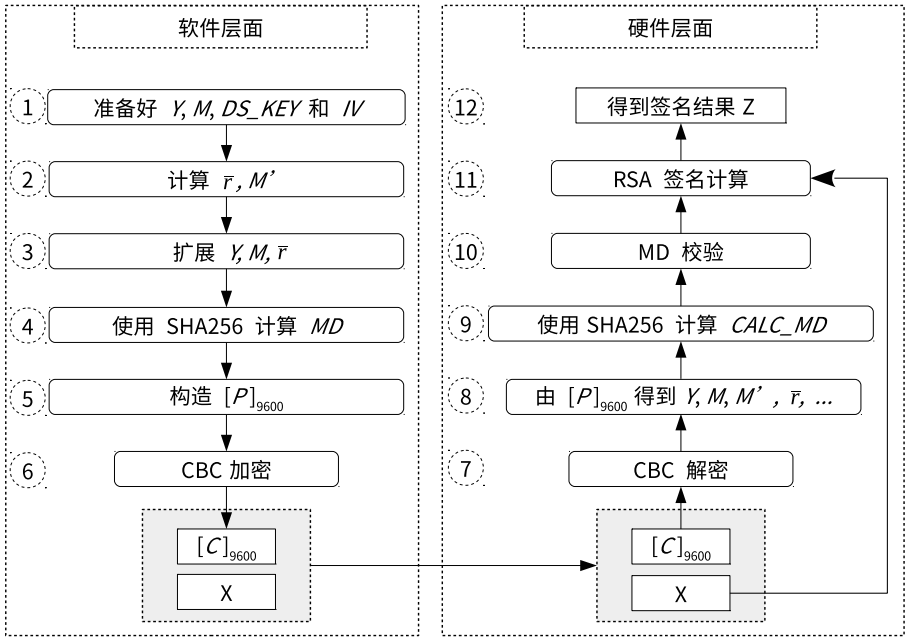

**图 24.3-1. 软件准备工作与硬件工作流程**
如果用户想使用 DS 模块进行数字签名，则需要提前做好软件准备工作，如图 24.3-1 所示。图中左半部分列出了在硬件开始 RSA 签名计算之前，软件需要做的准备工作。图中右半部分则列出了硬件在整个签名计算的过程中的计算流程。
1. 即便有多次签名计算，也只需进行一次软件准备工作（图 24.3-1 左侧），但每一次签名计算都需要重新进行硬件运算（图 24.3-1 右侧）。
用户需要依照图 24.3-1 左侧中指定的步骤来计算 $C$。详细的过程描述如下：
1. **解析阶段，即图 24.3-1 中的步骤 7 和步骤 8**
解析过程是图 24.3-1 中步骤 6 的逆过程。DS 模块将调用 AES 硬件加速器以 CBC 块模式对输入的密文信息 $C$ 进行解密，获取明文信息。该过程可以表示为 $P$ = AES-CBC-DEC ($C$, $DS\_KEY$, $IV$)，其中，$IV$ 就是 $[IV]_{128}$，由用户直接指定；$[DS\_KEY]_{256}$ 由硬件 HMAC 提供，通过存储在 eFuse 中的 $HMAC\_KEY$ 得到，软件无法获取。请参考章节 21 *HMAC 加速器 (HMAC)* 获取更多信息。
2. **校验阶段，即图 24.3-1 中的步骤 9 和步骤 10**
DS 模块会执行两种校验操作：MD 校验和填充 (padding) 校验。由于填充校验和 MD 校验同步进行，因此填充校验未在图 24.3-1 中体现。
3. **计算阶段，即图 24.3-1 中的步骤 11 和步骤 12**